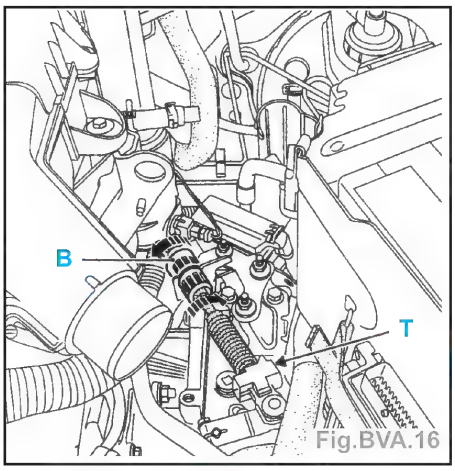

Fig.BVA.16
- Tourner la bague (B) pour sortir le câble de l'arrêt de gaine (Fig.BVA.16).